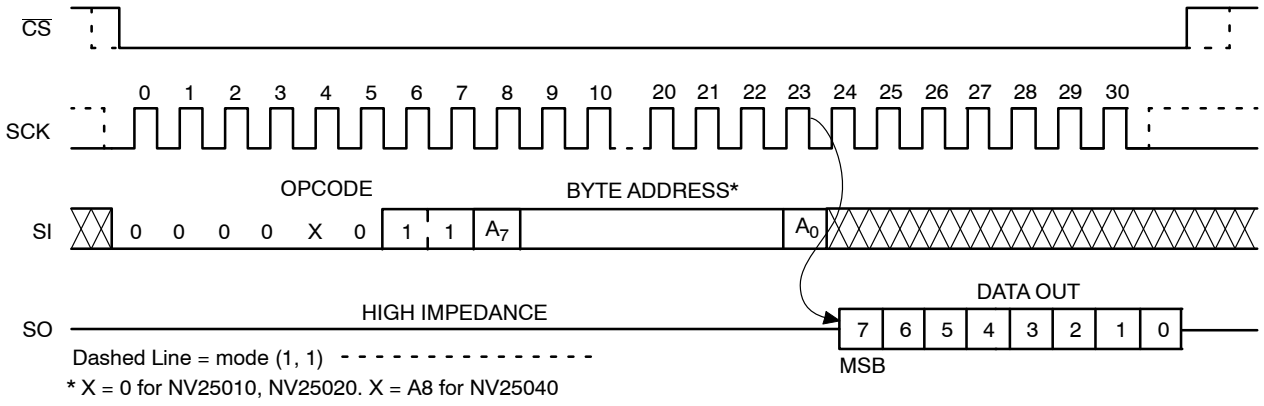

Figure 8. READ Timing
After receiving the last address bit, the NV250x0 will respond by shifting out data on the SO pin (as shown in Figure 8). Sequentially stored data can be read out by simply continuing to run the clock. The internal address pointer is automatically incremented to the next higher address as data is shifted out. After reaching the highest memory address, the address counter "rolls over" to the lowest memory address, and the read cycle can be continued indefinitely. The read operation is terminated by taking $\overline{CS}$ high.
Reading the additional 16−byte Identification Page (IP) is achieved using the same Read command sequence as used for Read from main memory array (Figure 8). **The IPL bit from the Status Register must be set to 0 before attempting to read from the IP.** The [A3:A0] are the address significant bits that point to the data byte shifted out on the SO pin. If the CS continues to be held low, the internal address register defined by [A3:A0] bits is automatically incremented and the next data byte from the IP is shifted out. The byte address must not exceed the 16−byte page boundary.